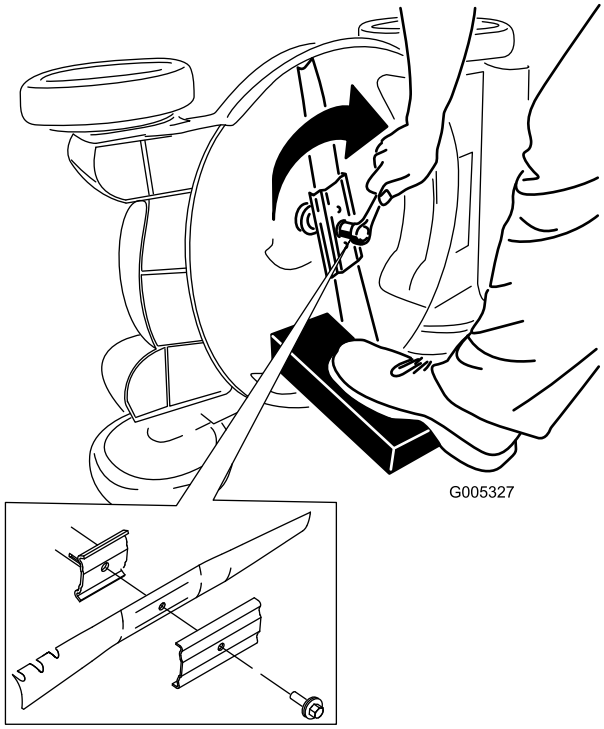

Figur 47
5. Sätt fast den nya kniven och alla monteringsdelar (Figur 47).